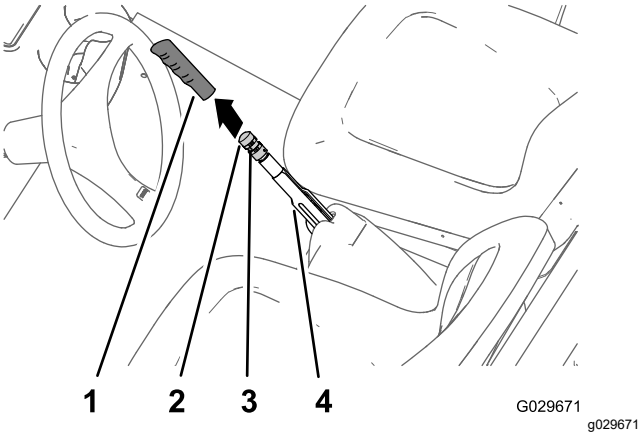

Figur 56
1. Fjern grebet fra parkeringsbremsehåndtaget (Figur 56).
2. Løsn sætskruen, der fastgør bremsejusteringsgrebet til parkeringsbremsehåndtaget (Figur 56).
3. Drej bremsejusteringsgrebet, indtil du når en kraft på 133 til 156 N, for at aktivere parkeringsbremsehåndtaget (Figur 56).
4. Stram sætskruen og monter håndgrebet (Figur 56).
2. Løsn sætskruen (Figur 56), der fastgør bremsejusteringsgrebet til parkeringsbremsehåndtaget, deaktiver parkeringsbremsen, og løsn bremsejusteringsgrebet.
5. Drej bremsejusteringsgrebet (Figur 56), indtil du når en kraft på 133 til 156 N, for at aktivere parkeringsbremsehåndtaget.
C. Drej bremsejusteringsgrebet (Figur 56), indtil du når en kraft på 133 til 156 N, for at aktivere parkeringsbremsehåndtaget.
- Stram sætskruen, og monter grebet (Figur 56).